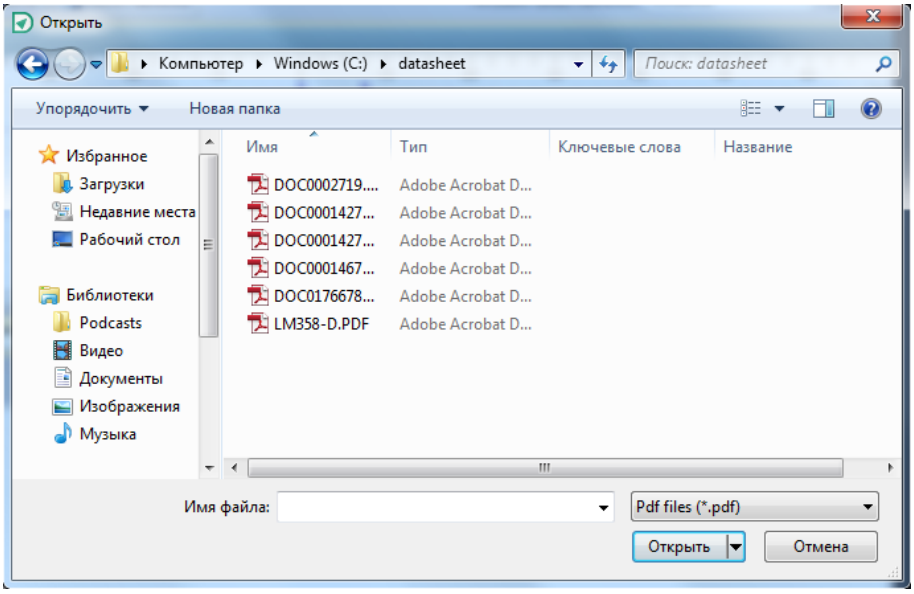

Рис. 303. Окно выбора файла
3. Выбрать нужный файл с помощью отобразившегося на экране стандартного окна проводника MS Windows, см. Рис. 303.